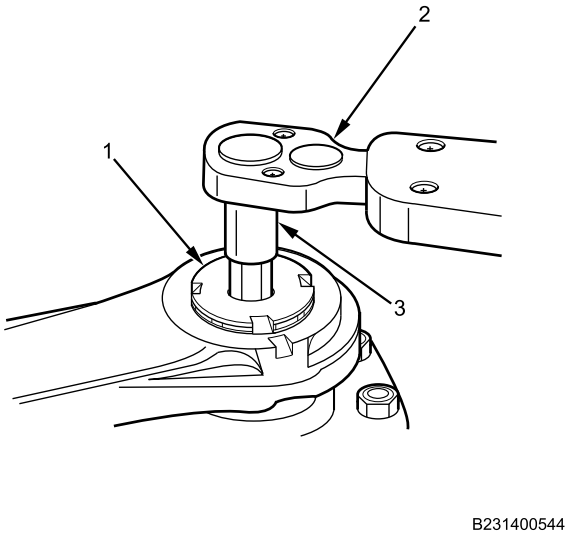

Figure 10. Tightening Retainer.
8. Tighten retainer (Figure 10, Item 1) to value stamped on face, using hex-socket driver (Figure 10, Item 3) and torque wrench (Figure 10, Item 2).